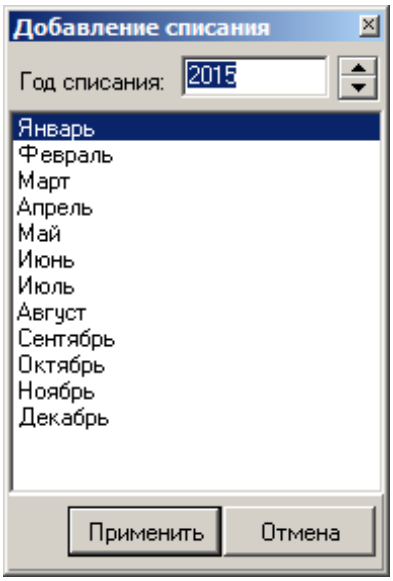

Рис. 4. Создание списания
28. После этого в диалоговом окне (см. рис. 4) выберите отчетный период (год и месяц) и нажмите **Создать списание**.